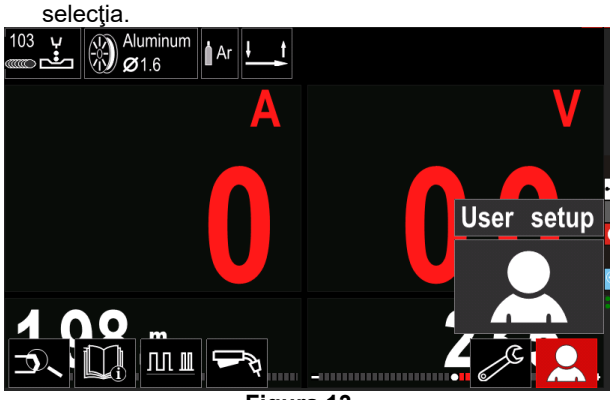

Figura 13.
- Accesaţi setarea pentru utilizator (consultaţi figura 13).